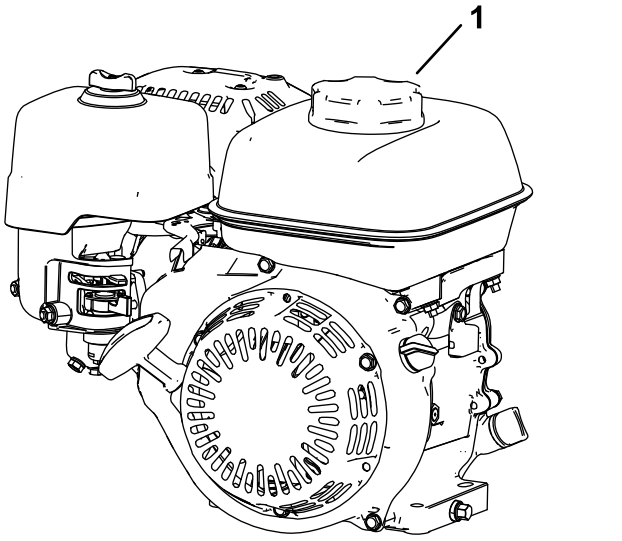

図 10
3. 燃料キャップの周囲をきれいに拭いてキャップを外す図 10。